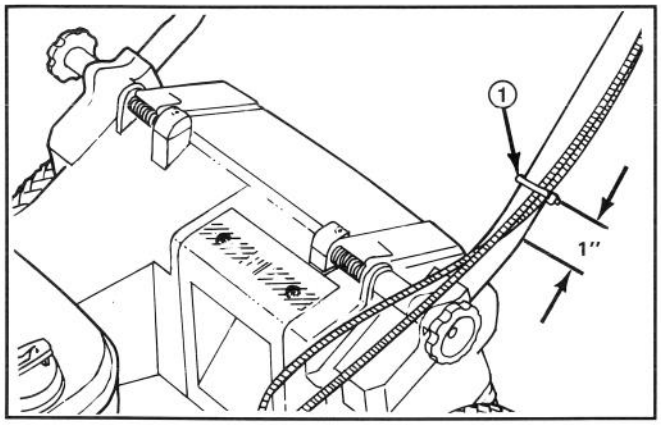

Abbildung 4
7. Befestigen Sie das/die Kabel mit der Kabelklemme unten an der linken Griffstange (Abb. 4). Die Kabelklemme sollte etwa 25 mm vom Stangenknick entfernt angebracht werden. Den richtigen Kabelverlauf finden Sie in Abb. 4.